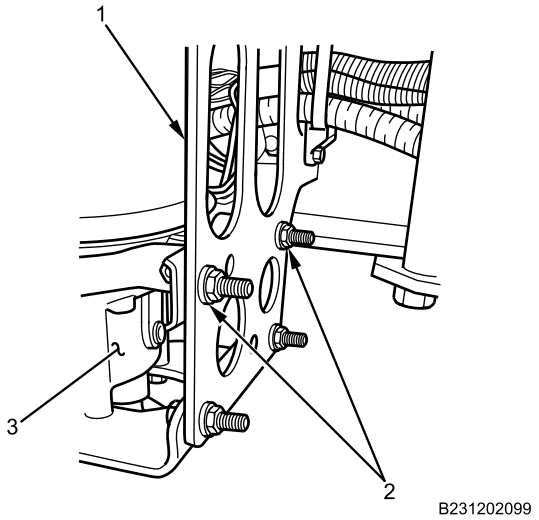

Figure 4. Air Dryer Support Bracket Nuts.
9. Remove air dryer support bracket side nuts and bolts (Figure 4, Item 2) from air dryer support bracket (Figure 4, Item 1) and remove air dryer (Figure 4, Item 3).